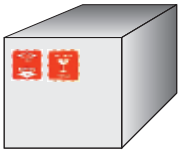

rys. 4
- Wszystkie przesyłki o wadze powyżej 50 kg powinny być spakowane na palecie. Wielkość palety powinna być dostosowana do wielkości transportowanego asortymentu, jednak nie powinna przekraczać rozmiarów palety EUR **(rys. 4)**.